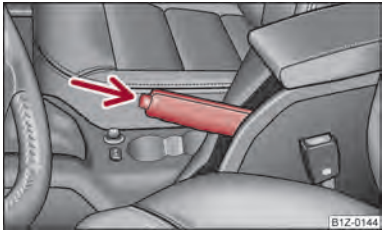

Fig. 101 Centre console: Handbrake
– Pull the handbrake lever up slightly and **at the same time** press in the locking button ⇒ fig. 101.